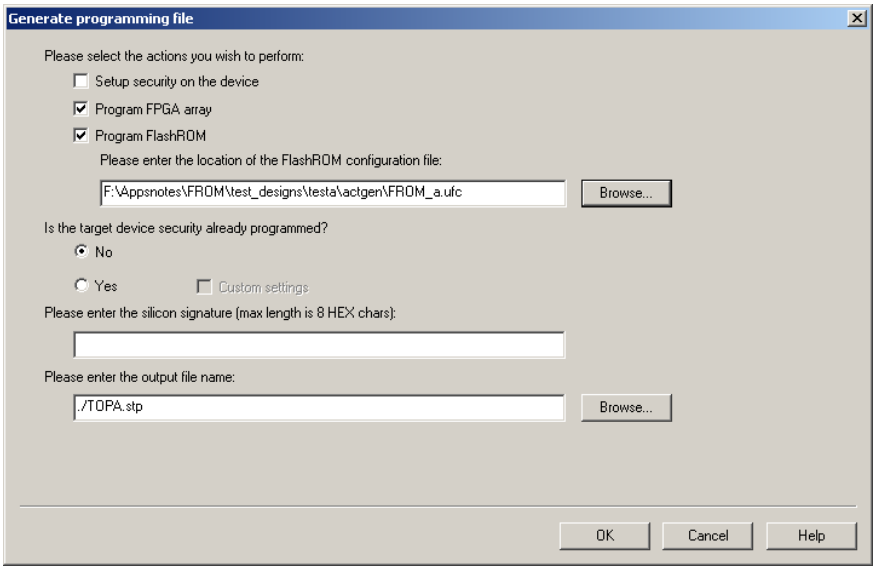
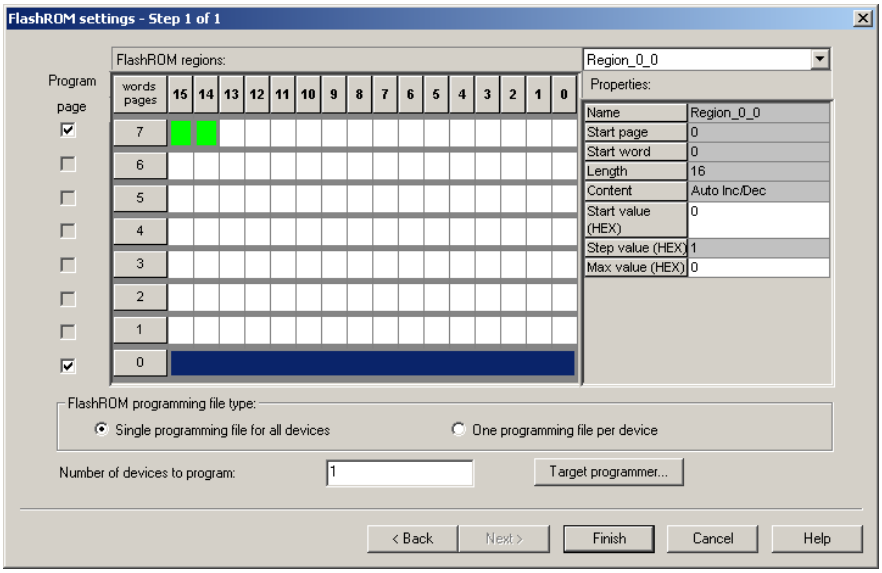

***Figure 5-12* • Programming File Generator**
***Figure 5-13* • Setting FlashROM during Programming File Generation**
Figure 5-12 on page 5-12 shows the programming file generator, which enables different STAPL file generation methods. When you select **Program FlashROM** and choose the UFC file, the FlashROM Settings window appears, as shown in Figure 5-13 on page 5-12. In this window, you can select the FlashROM page you want to program and the data value for the configured regions. This enables you to use a different page for different programming files.
3. Select **Programming File** in Designer and open **Generate Programming File** (Figure 5-12 on page 5-12).
4. Click **Program FlashROM**, browse to the UFC file, and click **Next**. The FlashROM Settings window appears, as shown in Figure 5-13 on page 5-12.